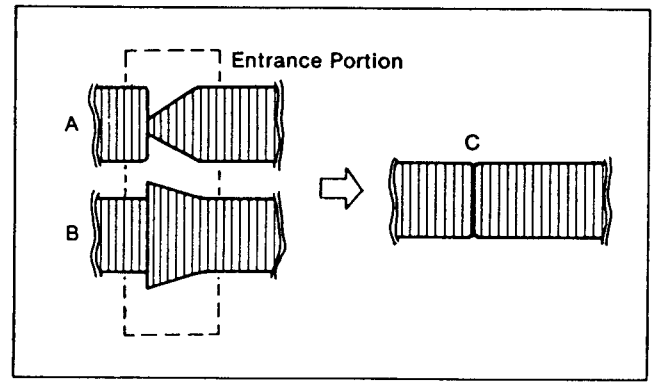
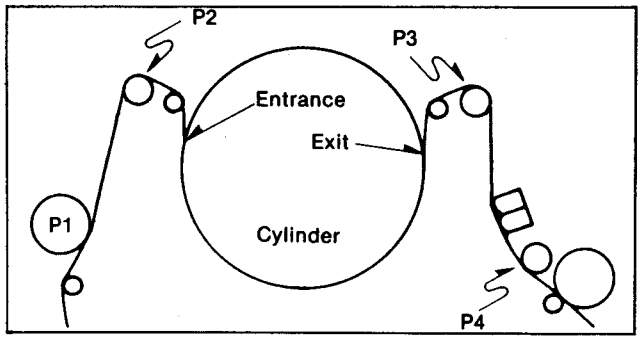

Figure M12
Figure M15 Loading of Posts
4. If the RF envelope appears like example "A" or "B" in Figure M12, then adjustment of the tape guide post (P2: Entrance) is necessary.
5. Adjust the tape guide post (P2) with the post adjustment screwdriver so that the Video RF envelope waveform at the entrance portion becomes flat as shown "C" in Figure M12. (See Figure M15,too).